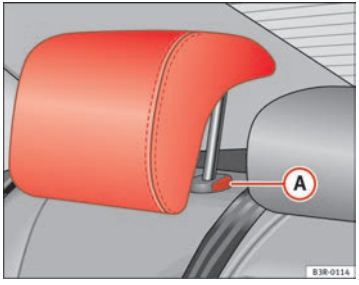

Fig. 112 Outer rear seats: Head restraints
– Press button (A) ⇒ fig. 112 and lower the head restraint.
– Press button (A) ⇒ fig. 112 and pull out the head restraint.